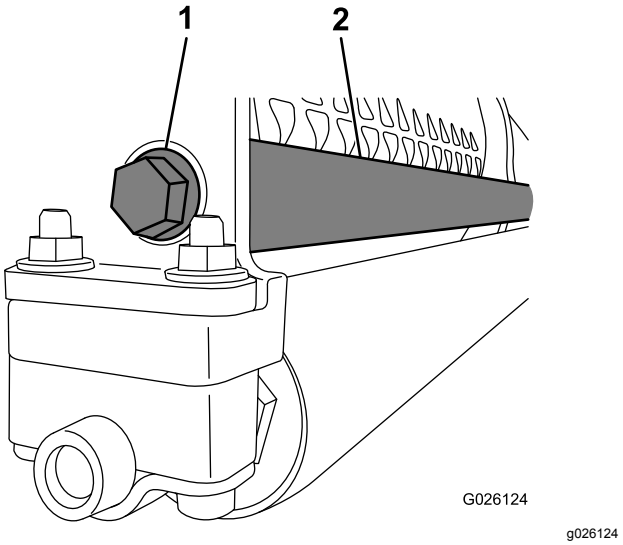

Figur 6
4. Fastgør den ende af vægtstangen, der har et gevind, til rammen med en flangehovedbolt (Figur 6).